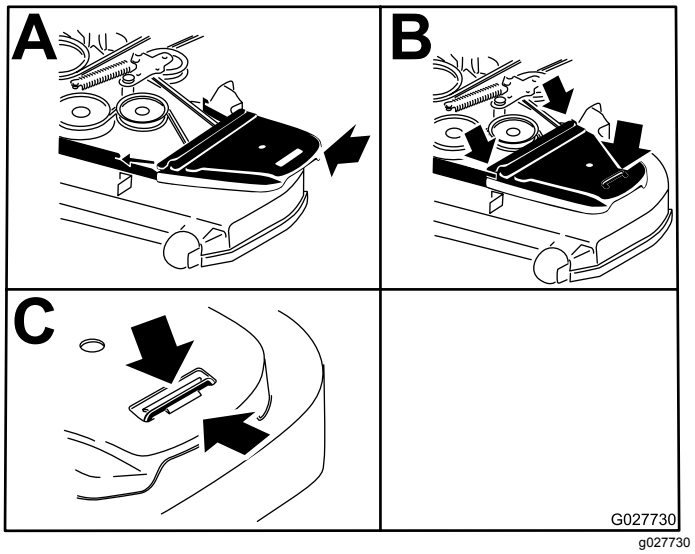

Figur 92
14. Sätt tillbaka remkåporna (Figur 92).